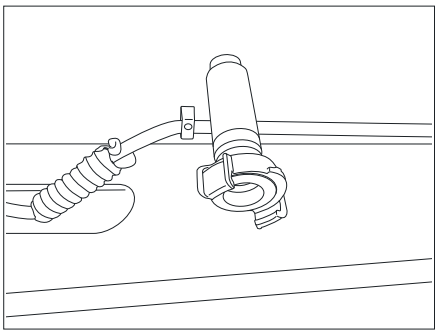

Fig. 175 Fresh water connection (brass piping)
- Connect fresh water to the bayonet fitting (brass piping, Fig. 175).
- Remove the fresh water connection (brass piping, Fig. 175).